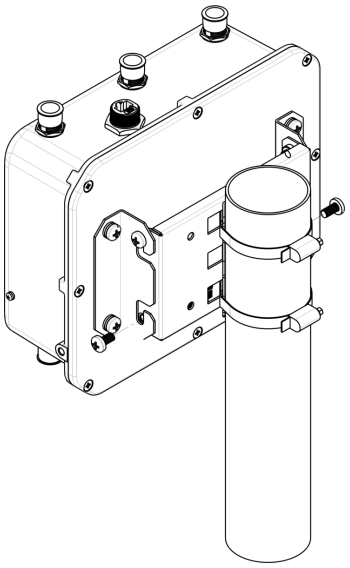

Рисунок 10 – Крепление устройства на трубостойке
a) Установите устройство на незакрученные верхние винты кронштейна, который прикреплен к трубостойке, рисунок 10.
b) В нижние отверстия крепления установите винты, рисунок 10.